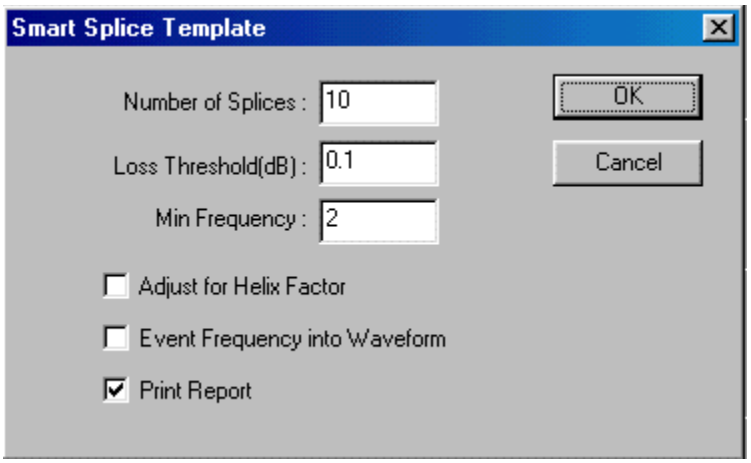

Figure 7-2: Smart Splice Template Dialog Box
6. Select **Trace**>**Smart Template** to display the Smart Splice Template dialog box shown in Figure 7-2.